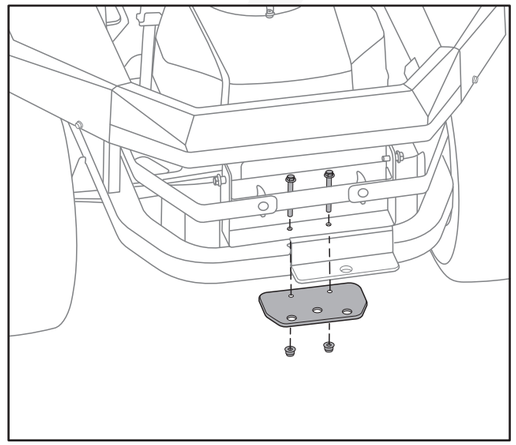

Fig. 3
2.Attach the lower grass catcher bracket to the mower base. Reassemble the hitch plate and the lower grass catcher bracket onto the mower base with the two bolts (M8 x 75) and nuts (M8) (Fig. 3).